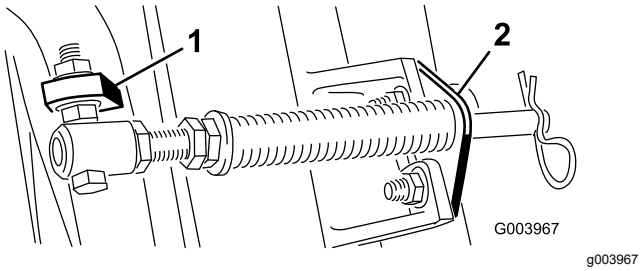

Figur 5
D. Monter stangbeslaget på klippeenhedens tapper med bræddebolte og møtrikker (Figur 5).